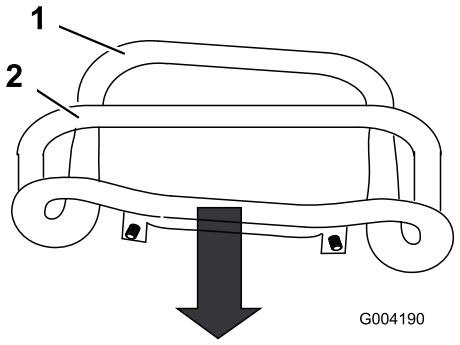

Figuur 53
3. Trek de tractiebediening recht naar achteren zodat de voorzijde ervan contact maakt met de referentiebalk (Figuur 53).